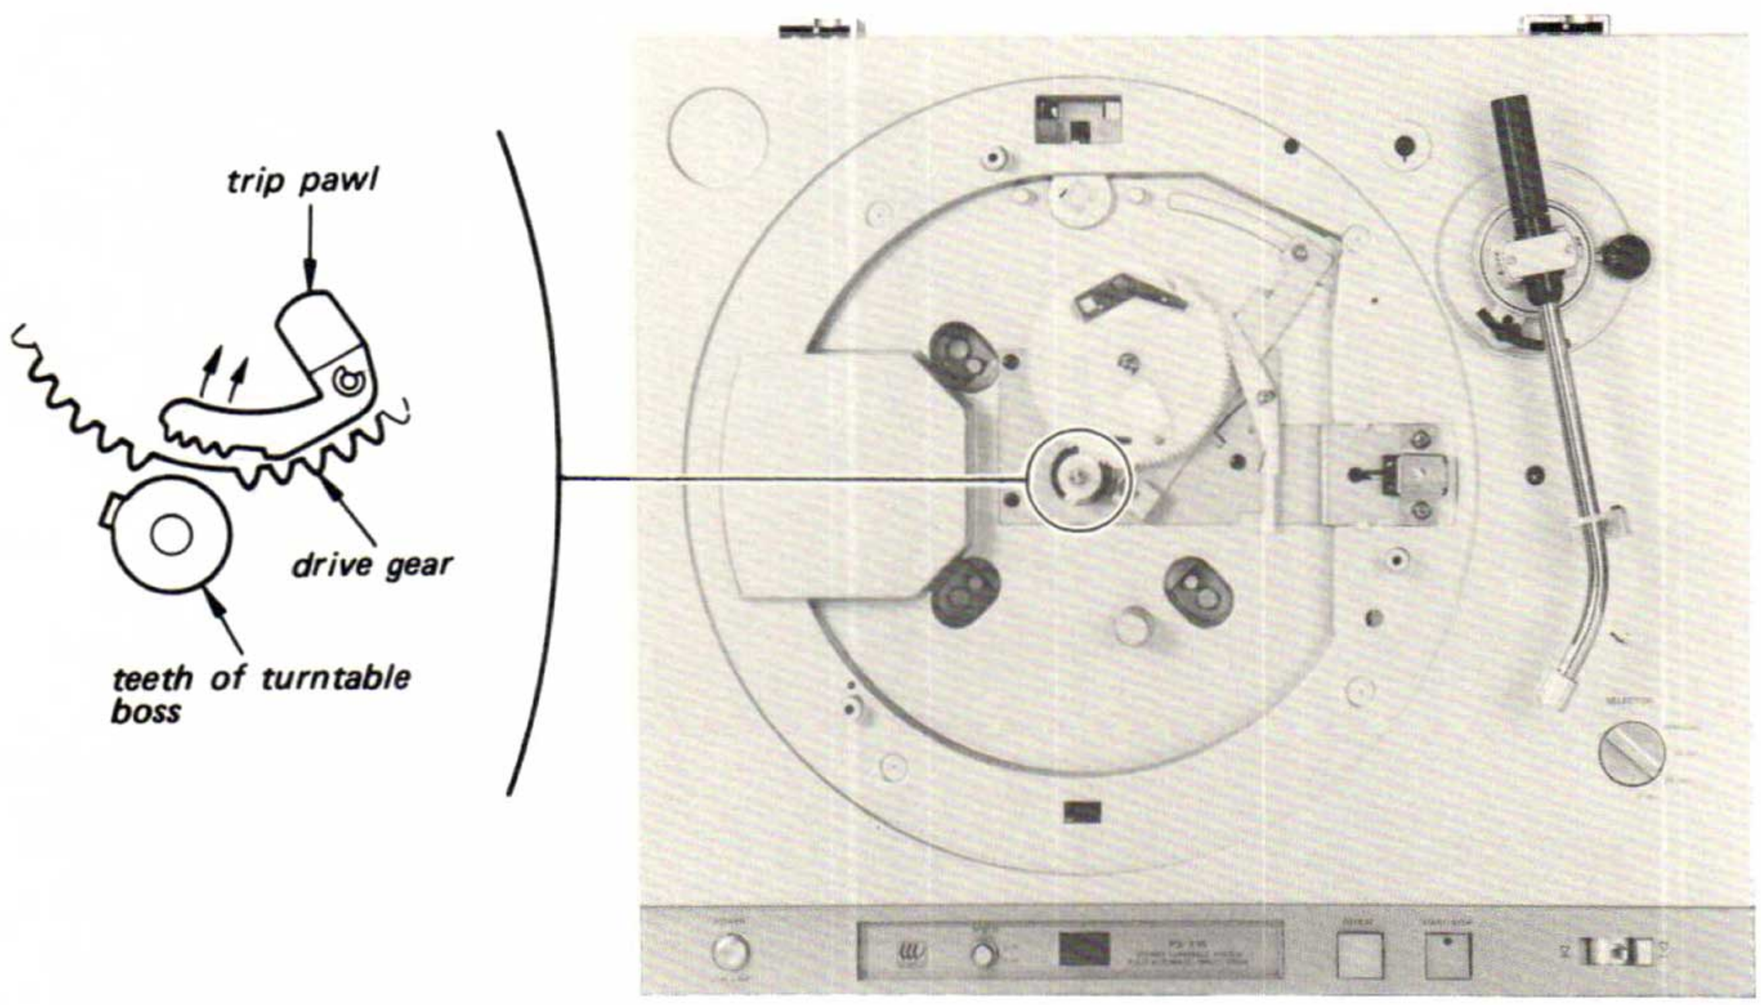

Fig. 2-5
2. Confirm that the teeth on the turntable boss and the drive gear are positioned as shown in Fig. 2-5. Then, remove the servo amp board and the motor section downward.